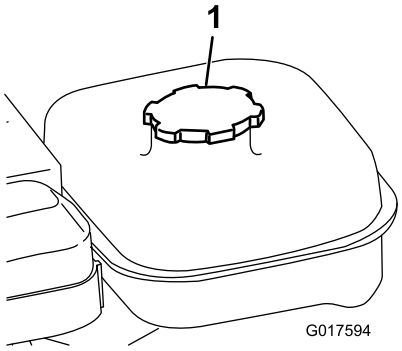

**Figuur 16**
1. Reinig de omgeving van de tankdop en verwijder de dop (Figuur 16).